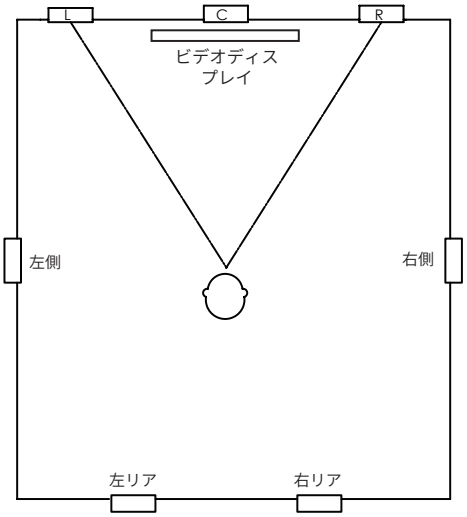

**図 7**
7.1 チャンネルシステムでは、5.1 チャンネルシステムのサラウンドスピーカーに加えて、背面に置く 2 台のスピーカーが追加されます。2 台の追加したスピーカーは背面壁または天井の背面壁の近くに設置します ( 図 7)。